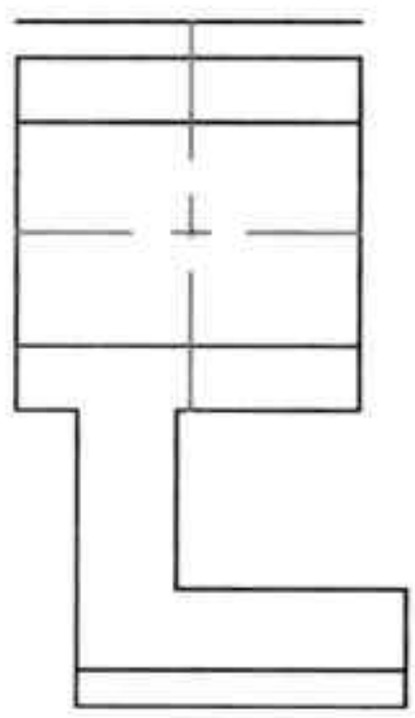

图21-85 绘制中心线
Step 06 执行“直线”命令，根据正立面图的中心线，绘制侧立面图的中心线，如图 21-85 所示。